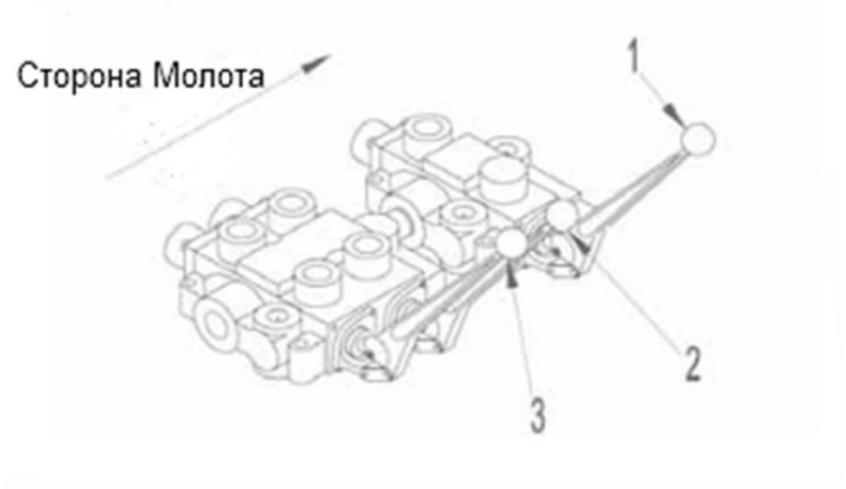

Рисунок 5.2
Три рычага управления контролируют (см. рисунок 5.2) следующим образом:
8) Нажмите на рычаг клапана молота, стрелка 1 (рисунок 5.2), чтобы сбросить молот на сваю. Поднимайте молот на 300 мм, для начала вбивания сваи и затем, при необходимости, увеличивайте высоту подъёма.